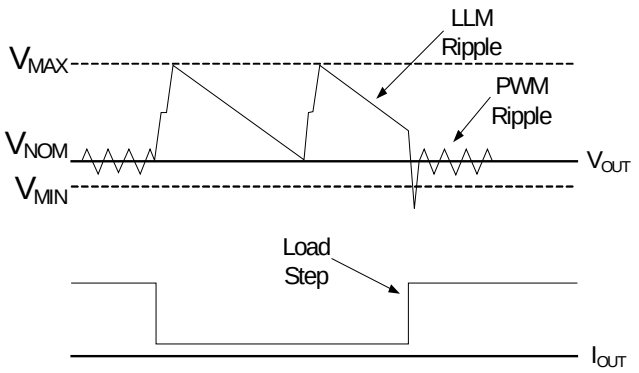
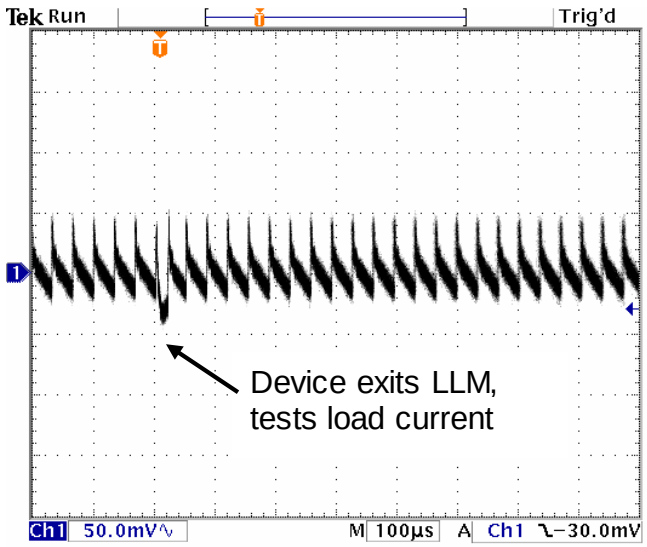

Figure 6: V_{OUT} Behavior in LLM Operation
Figure 7: V_{OUT} Droop during Periodic LLM Exit
The EP53A7xQI uses a proprietary light load mode to provide high efficiency in the low load operating condition. When the LLM pin is high, the device is in automatic LLM/PWM mode. When the LLM pin is low, the device is in PWM mode. In automatic LLM/PWM mode, when a light load condition is detected, the device will (1) step V_{OUT} up by approximately 1.5% above the nominal operating output voltage setting, V_{NOM}, and then (2) shut down unnecessary circuitry, and (3) monitor V_{OUT}. When V_{OUT} falls below V_{NOM}, the device will repeat (1), (2), and (3). The voltage step up, or pre-positioning, improves transient droop when a load transient causes a transition from LLM mode to PWM mode. If a load transient occurs, causing V_{OUT} to fall below the threshold V_{MIN}, the device will exit LLM operation and begin normal PWM operation. Figure 6 demonstrates V_{OUT} behavior during transition into and out of LLM operation.
Many multi-mode DCDC converters suffer from a condition that occurs when the load current increases only slowly so that there is no load transient driving V_{OUT} below the V_{MIN} threshold (shown in Figure 6). In this condition, the device would never exit LLM operation. This could adversely affect efficiency and cause unwanted ripple. To prevent this from occurring, the EP53A7xQI periodically exits LLM mode into PWM mode and measures the load current. If the load current is above the LLM threshold current, the device will remain in PWM mode. If the load current is below the LLM threshold, the device will re-enter LLM operation. There will be a small droop in V_{OUT} at the point where the device exits and re-enters LLM, as shown in Figure 7.